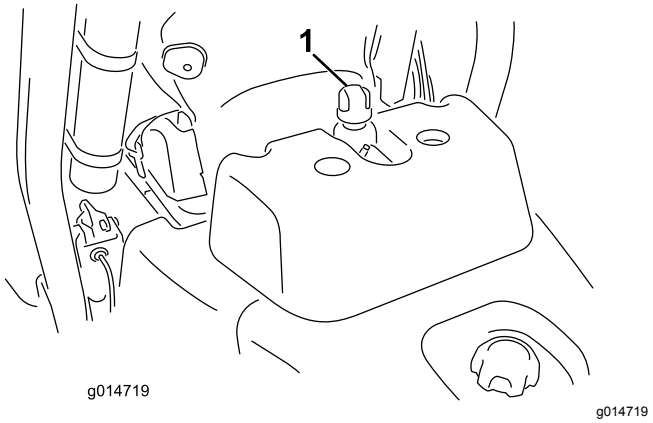

Rysunek 25
2. Odkręć korek zbiornika (Rysunek 25).